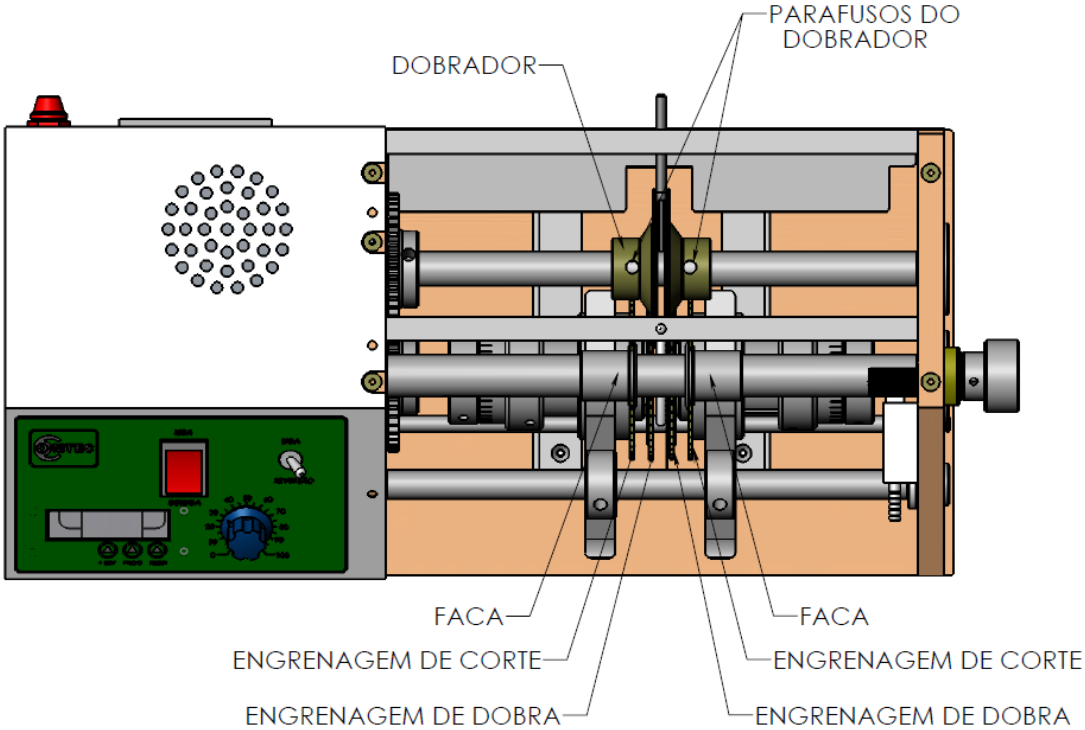

FIGURA 2
- Solte os parafuso dos dobradores (ver figura 2 pag. 8) ;
- Solte os parafusos (item 1 e 4 da pág.10) , gire a peça item 3 até que a escala fique na medida correspondente ao diâmetro do terminal do componente;
- Após encostar o conjunto no dobrador reaperte o parafuso 1 , gire a peça item 3 até que a escala retorne ao zero e reaperte o parafuso , item 4.